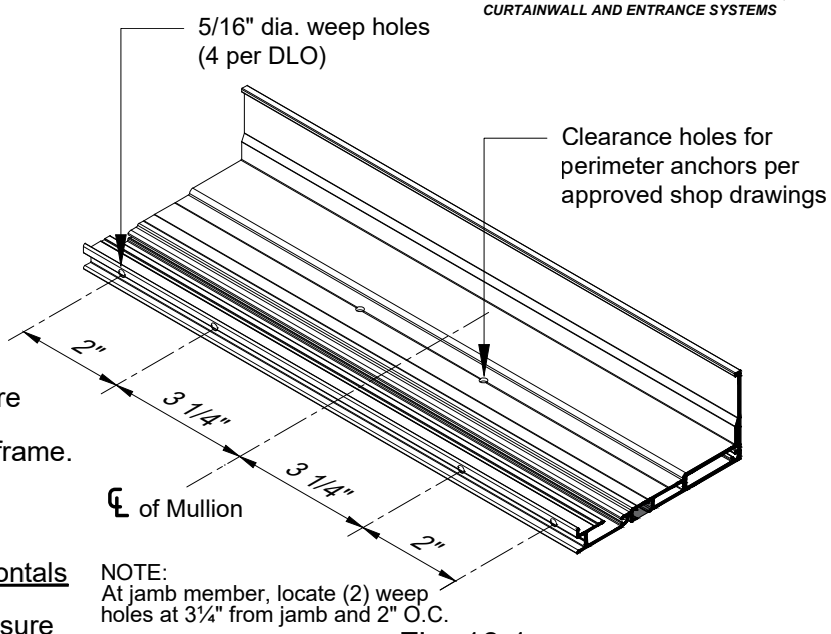

Fig. 18.1
A. Drill two 5/16” dia. weep holes at each side of the verticals. SEE Fig. 18.1.